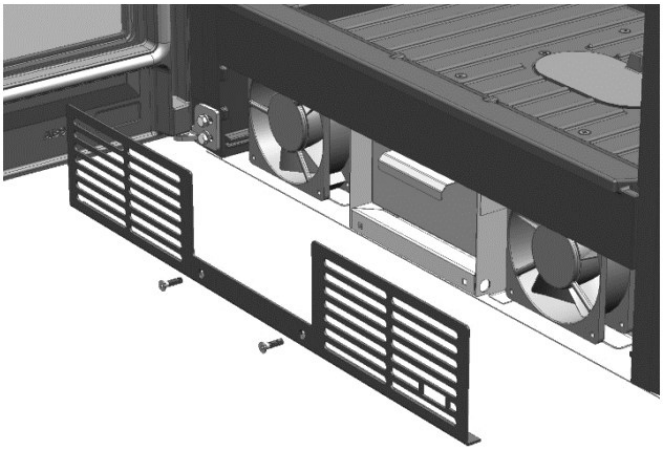

FIG. 5
1. Rimuovere la griglia anteriore allentando le viti che la fissano (Fig. 5)